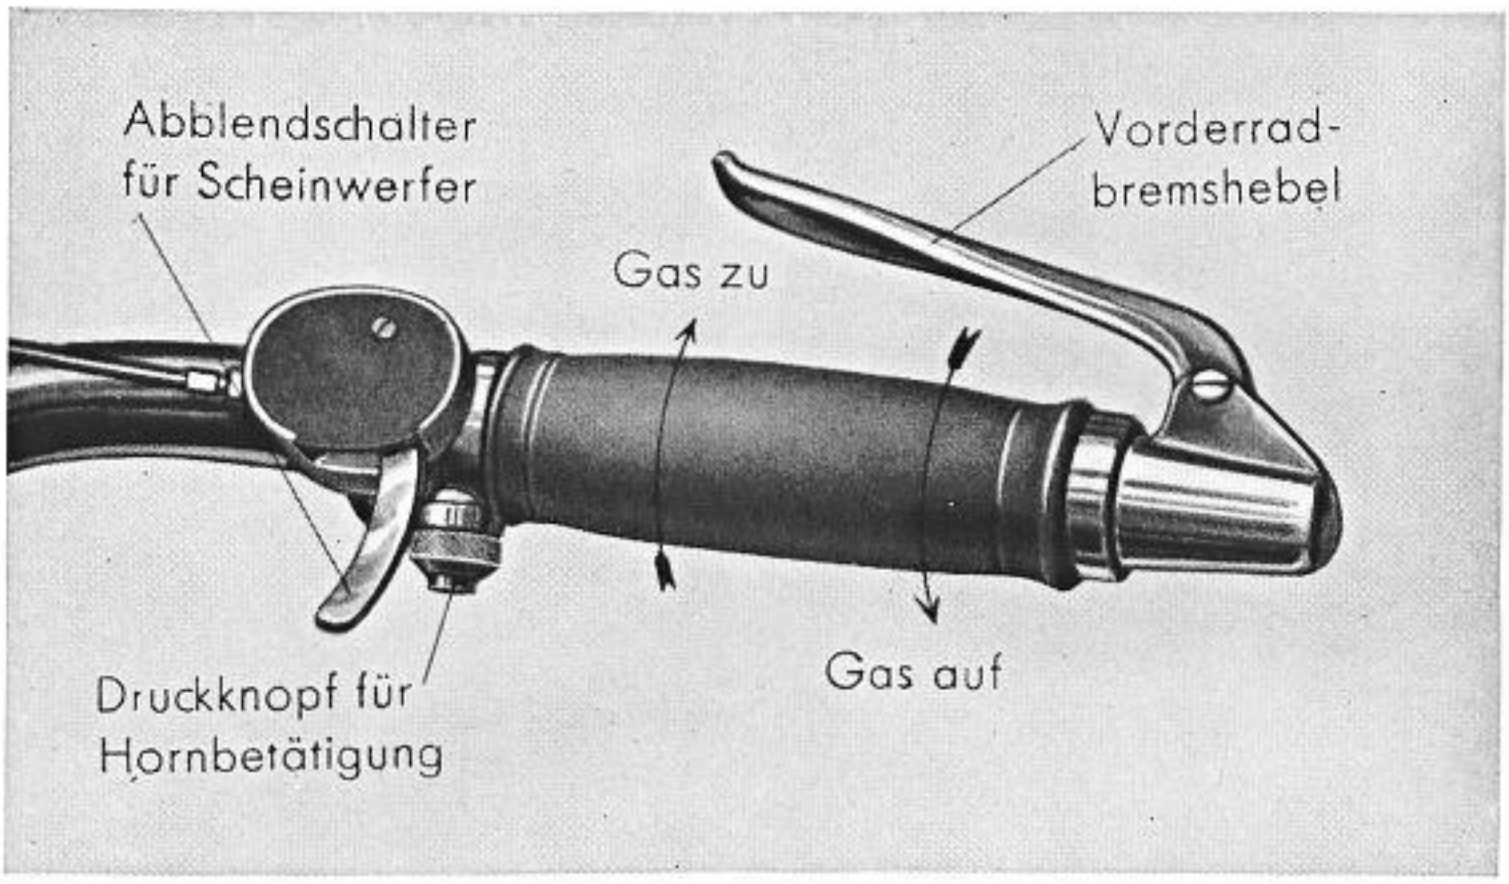

Abb. 5 Rechtes Lenkerende (Gasdrehgriff)
**a) Gasdrehgriff:** Der Drehgriff, der durch Bowdenkabel den bzw. die Gasschieber der beiden Vergaser betätigt, öffnet durch Linksdrehung, also nach rückwärts und schließt durch Rechtsdrehung nach vorwärts. (Abb. 5.)